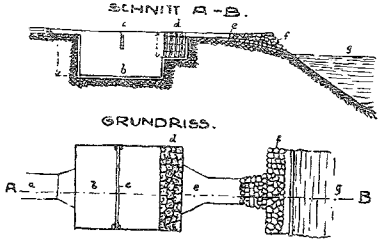

Abb. 1
Die ergiebigsten und zuverlässigsten Wasserstellen sind naturgemäß möglichst zentral gelegene Teiche, sofern sie durch Grundwasser oder einen Bach gespeist werden und einen Abfluß haben. Werden sie aber ausschließlich von den Abflußwässern der Grundstücksdächer und der Dorfstraßen gespeist, so wird die Bildung von Sand- und Schlammbänken in viel stärkerem Maße auftreten. Die Teiche werden dann immer seichter, das zufließende Wasser verteilt sich auf größere Flächen, verdunstet deshalb schneller, soweit es nicht auch noch versickert, und die Teiche werden von Jahr zu Jahr für Feuerlöschzwecke unbrauchbarer und trocknen wohl schließlich in regenarmen Sommern ganz ein. Da nun das Ausräumen eines verschlammten, tiefern Teiches nur unter erheblichen Aufwendungen möglich ist — abgesehen davon, daß er hierdurch eine gewisse Zeit für die Löschwasserversorgung ausfällt, — empfiehlt sich die Anlage von Schlammfängen vor den Einmündungen aller Zuflüsse, deren Reinigung sich dann mit geringeren Mitteln sowie häufiger und leichter durchführen läßt. (Vergleiche Abbildung 1.)
b) Schlammfang (s. Bild 1).